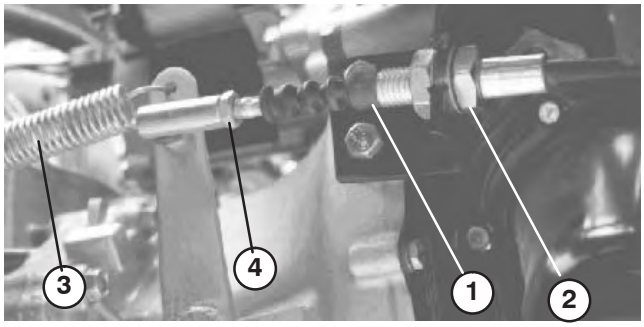

Figure 62
1. Desserrez les écrous de blocage qui fixent le câble d'embrayage au support sur le carter d'embrayage (Fig. 62).